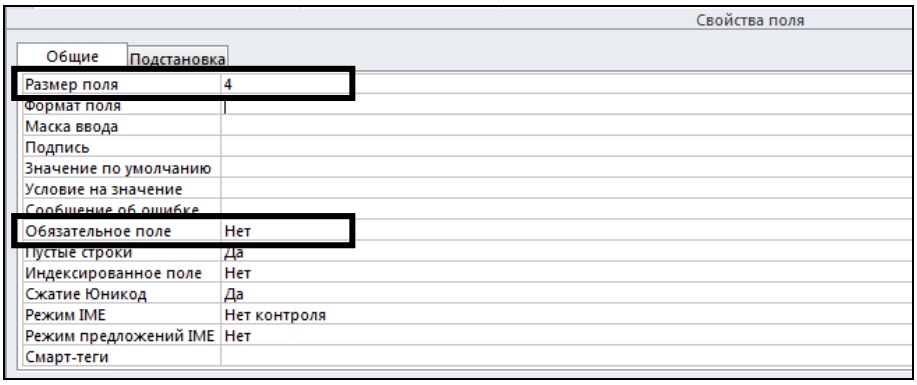

Рис. 2.30. Свойства поля *Единицы измерения*
3.3. Свойства поля *Единицы измерения* (рис. 2.30).